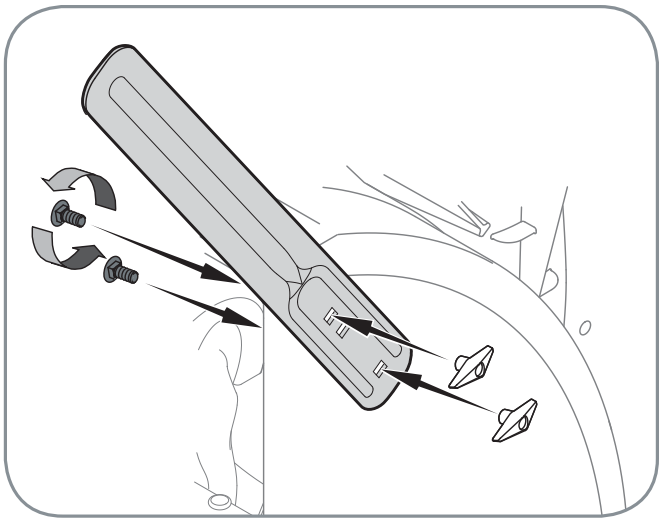

Fig. 3-13
- Reposition drift cutters so they face forward as shown in Fig. 3-13. Secure with hardware previously removed, wingnuts should be fastened on the ***outside*** of the housing as shown.